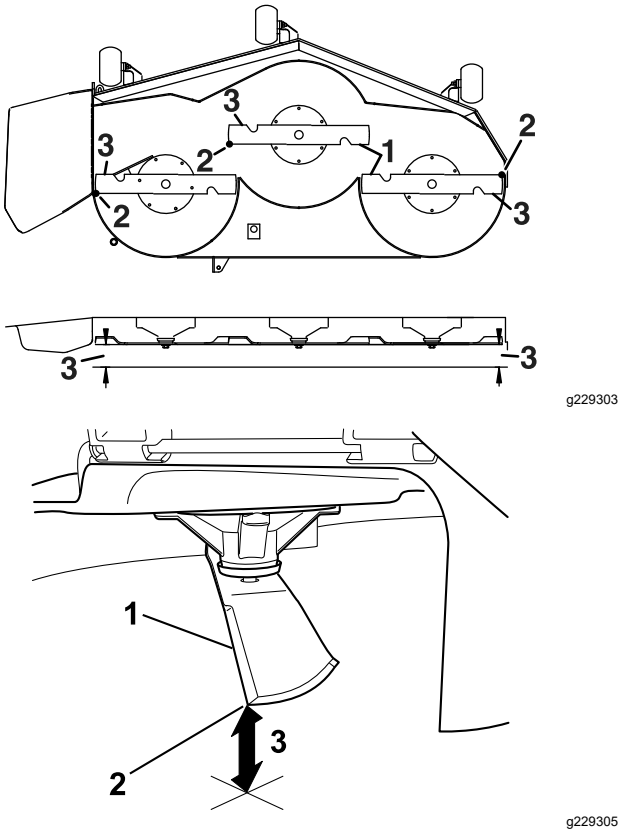

Bild 81
6. Messen Sie den Abstand zwischen der Messerspitze und der ebenen Oberfläche (Bild 81). Wenn die Werte nicht innerhalb von fünf mm liegen, stellen Sie die Nivellierung ein; fahren Sie mit diesen Schritten fort.
12. Drehen Sie die Schnittmesser vorsichtig von einer Seite zur anderen (Bild 81).